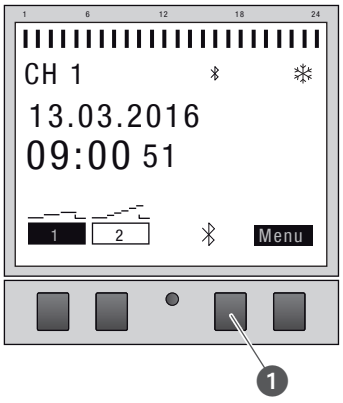

Rys. 20: Skonstruowanie połączenia Bluetooth na zegarze sterującym rozdzielacza
1. Naciśnij przycisk Bluetooth (Rys. 20/❶) na zegarze sterującym rozdzielacza.